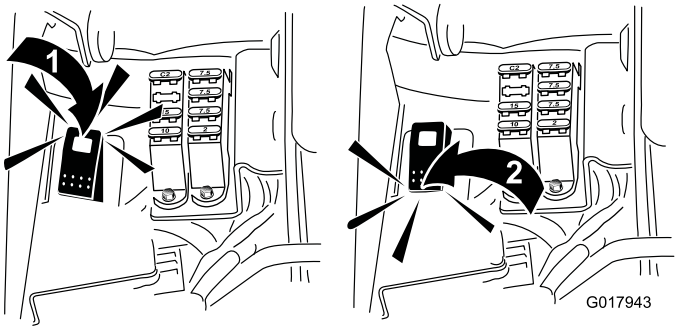

Figur 57
5. Drei slipespaken til reversstilling (R) (Figur 57).